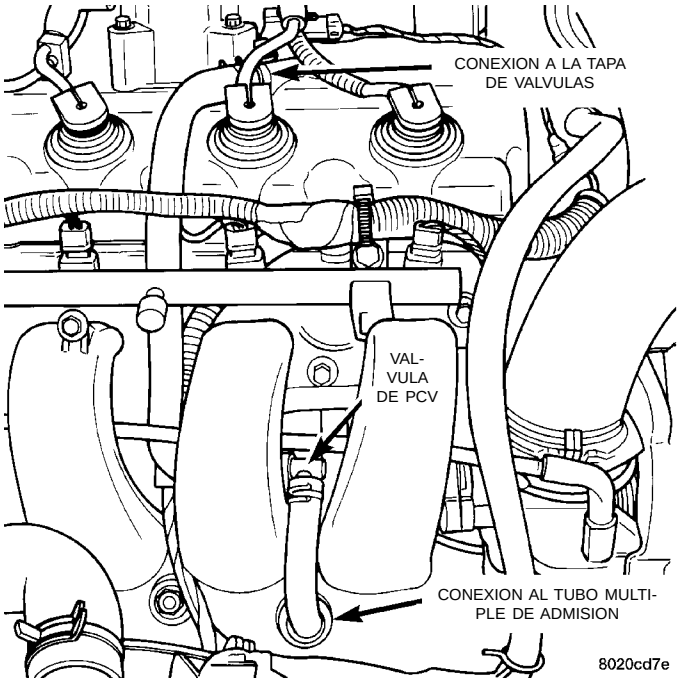

Fig. 35 Válvula de PCV
(6) Verifique las conexiones de mangueras entre la válvula de PCV, el orificio de vacío - tubo múltiple de admisión y el separador de aceite (Fig. 35).